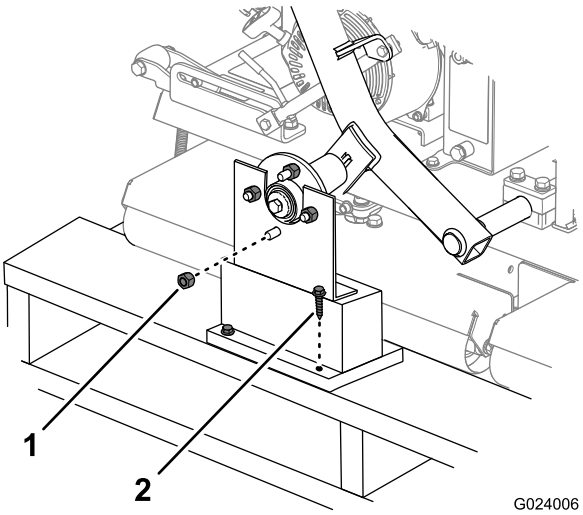

图3
1. 拆下将车轮轮毂固定到运输支架的车轮螺母（图3）。此外、还要拆下拧在每个车轮轮毂螺栓上的螺母。